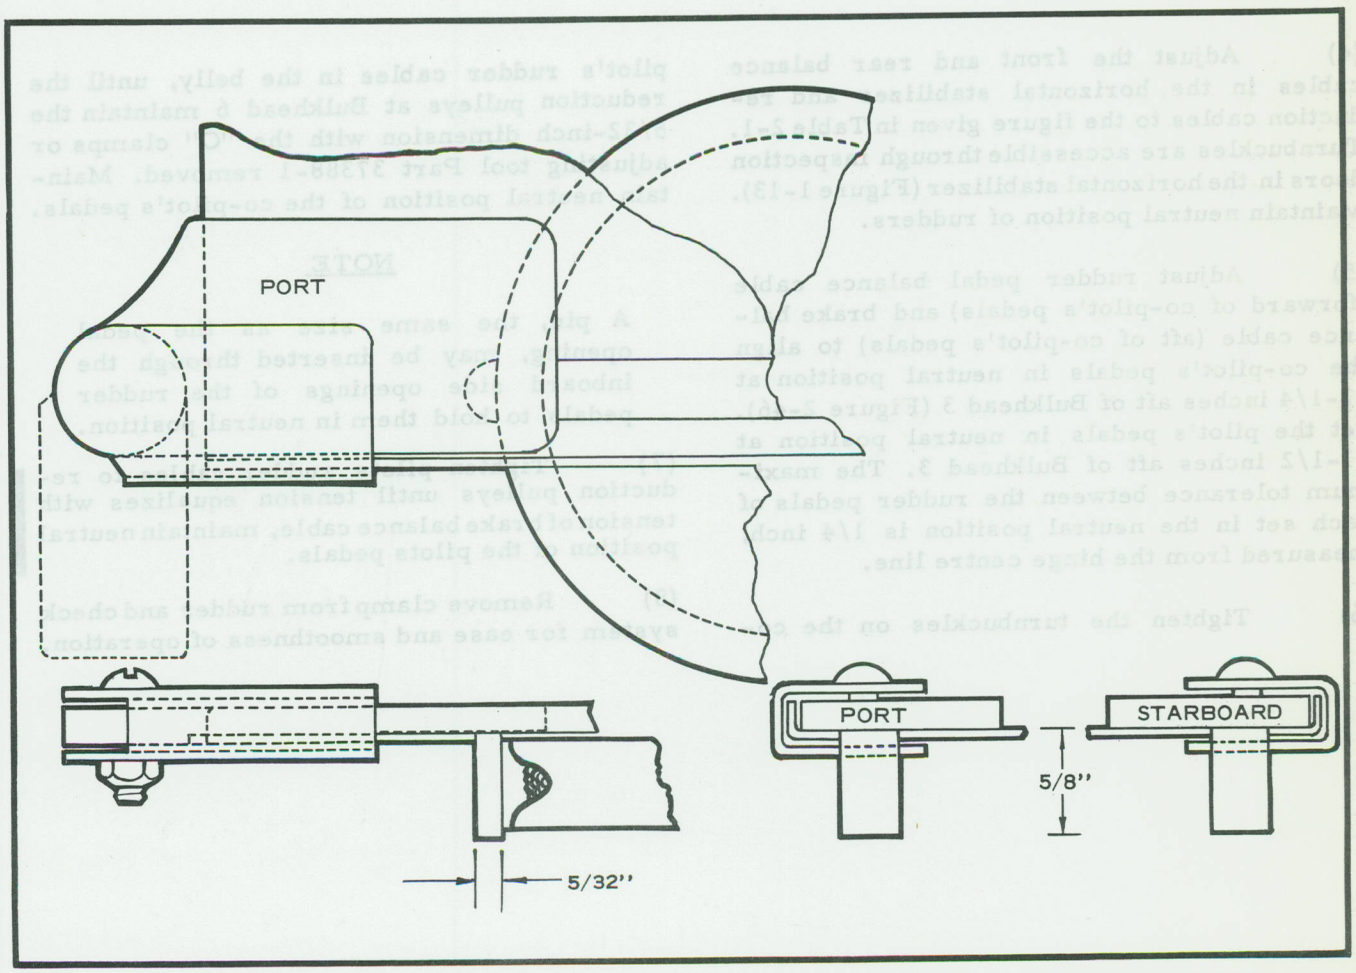

Figure 2-45 Adjusting Tool, Reduction Pulley Rudder Control
(3) Using adjusting tool Part 37388-1 install through inspection opening below reduction pulleys and lock into position on the port and starboard reduction pulley slide. The adjusting tool is designed with a pre-determined measurement of 5/32-inch clearance required between the aft edge of each reduction pulley and the aft end of the slot in the slide, see Figure 2-45.